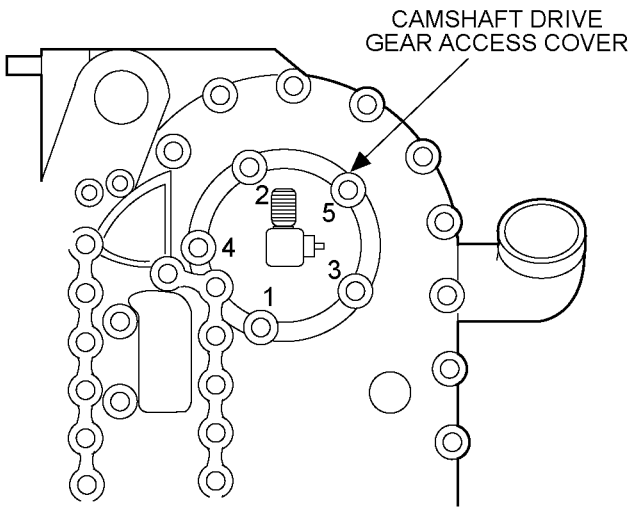

Figure 8-21 Camshaft Drive Gear Access Cover Bolt Tightening Sequence
4. Install the camshaft drive gear access cover retaining bolts, and torque the bolts to 30-38 N·m (22-28 lb·ft) using the pattern as shown in the illustration. See Figure 8-21.